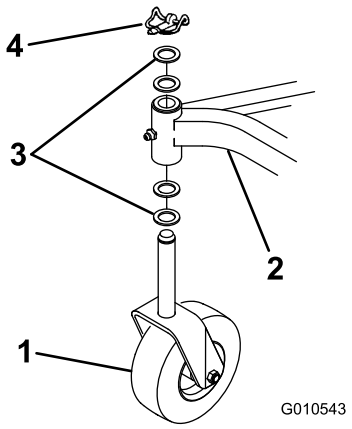

Figur 5
2. Fjern ringstiften og de 2 trykskiver, der forsendes på hver styrehjulssamling. Lad 2 trykskiver sidde på hver aksel, før akslerne ind i rammens monteringsrør, og monter trykskiverne og ringstiften (Figur 5).